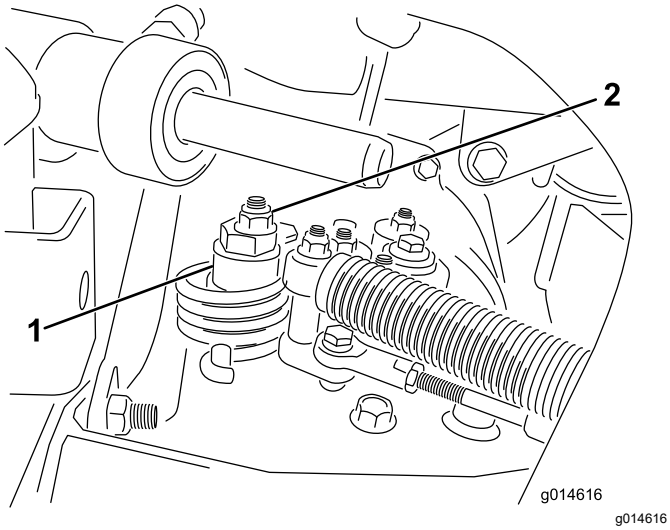

Figur 38
A. Lossa muttern som fäster excenterbulten på hydrostatens ovandel (Figur 38).
C. Vrid excenterbulten tills maskinen inte kryper i någon riktning. När hjulet slutar rotera drar du åt muttern som låser excenterbulten och justeringen (Figur 38). Kontrollera justeringen med gasreglaget i det LÅNGSAMMA och det SNABBA läget.